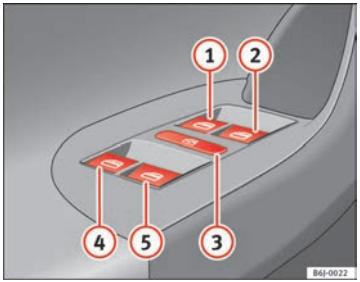

Fig. 47 Detalle de la puerta del conductor: mandos para las ventanillas delanteras y traseras
Las teclas ⇒ página 87, fig. 47 (1), (2), (4) y (5) tienen dos posiciones para la apertura de las ventanillas y otras dos para el cierre. De este modo es más fácil controlar las operaciones de apertura y cierre.